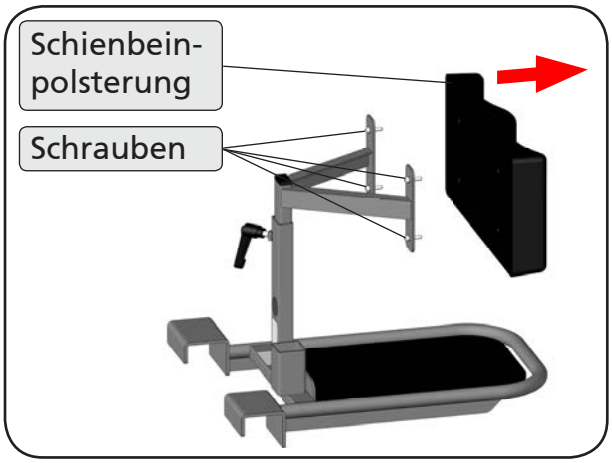

Abbildung 24
13. Lösen Sie an der Schienbeinstütze die vier Schrauben und nehmen Sie die Schienbeinpolsterung ab (Abbildung 24).